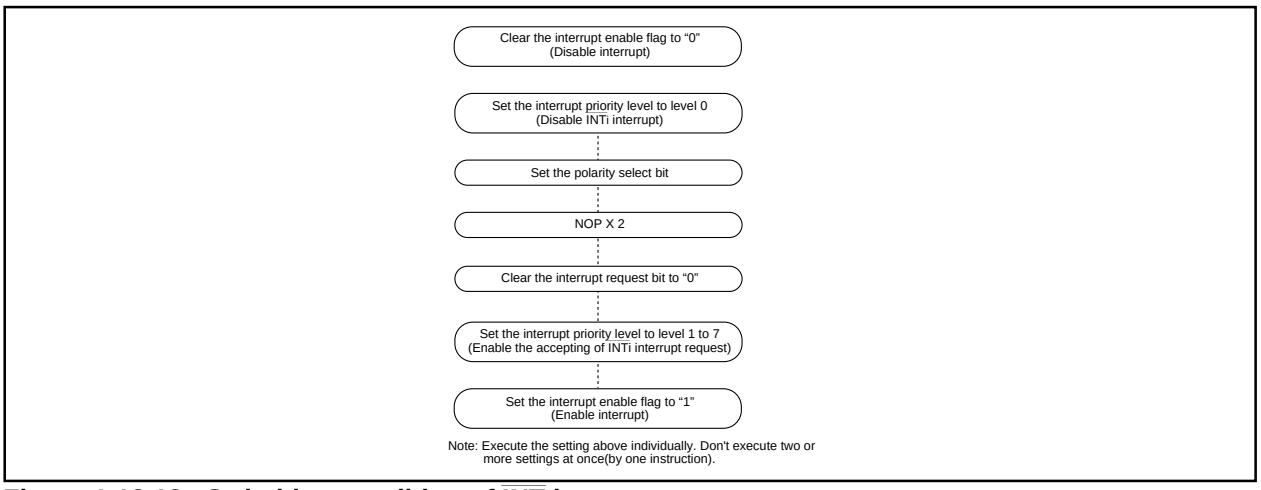

Figure 1.12.13. Switching condition of $\overline{\text{INT}}$ interrupt request
(2) Setting the stack pointer
(3) The $\overline{NMI}$ interrupt
(4) External interrupt
- When the polarity of the $\overline{INT_0}$ to $\overline{INT_5}$ pins is changed or the interrupt request cause of the software interrupt numbers 8 to 9 is changed, the interrupt request bit is sometimes set to "1". After these changes were made, set the interrupt request bit to "0". Figure 1.12.13 shows the procedure for changing the $\overline{INT}$ interrupt generate factor.
(5) Watchdog timer interrupt